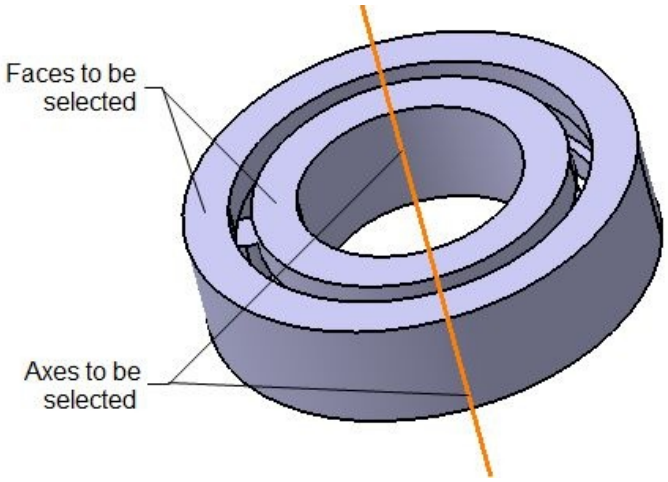

Figure 16-94 *Axes and Faces to be selected for applying the Revolute joint*
2. Select the central axis of the Inner Ring, as shown in Figure 16-94; you are prompted to select the second line.
3. Now, select the central axis of the Outer Ring, refer to Figure 16-94; you are prompted
4. Select the front face of the Inner Ring, refer to Figure 16-94; you are prompted to select the second plane.
5. Next, select the front face of the Outer Ring, refer to Figure 16-94.